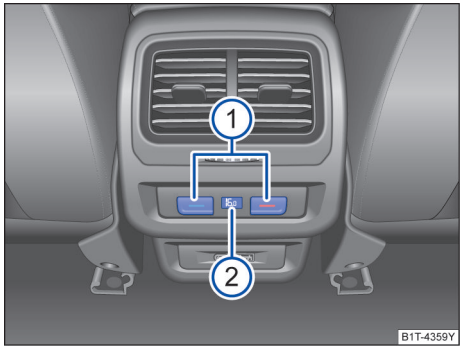

图 126 在后方中控台中：用于调节后排座位温度的操作元件
通过按钮 ■ 或 ■→ 图 126①，或通过信息娱乐系统调节后排座椅的温度：
显示屏显示调节的温度→ 图 126②。